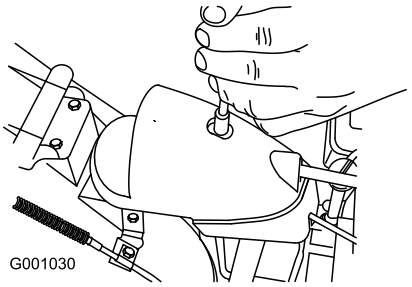

Figur 54
1. Fjern lukkemekanismen på geardækslet (Figur 54), løft dækslets forende op, og skub det tilbage og til siden.